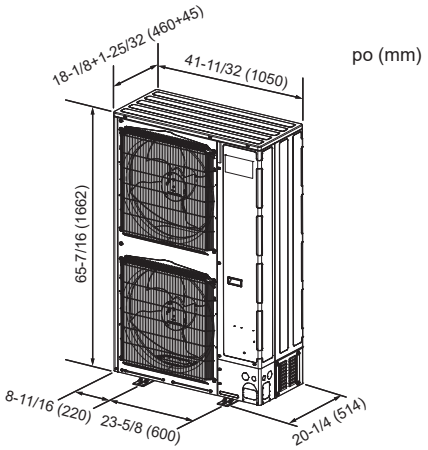

Fig. 2-1
2.3. Dimensions extérieures (Appareil extérieur) (Fig. 2-1)